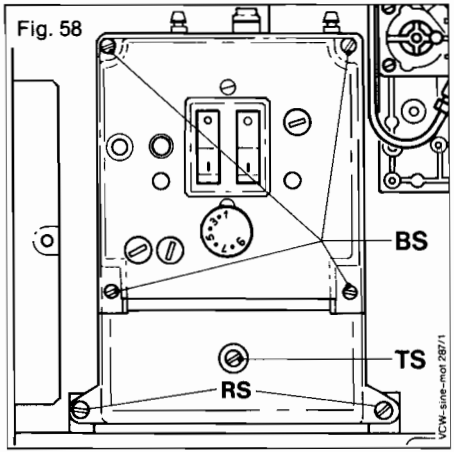

Fig. 58
Access to the gas section can be improved by removing the retaining screws (RS, Fig. 58) and pulling the control box forward. Take care to ensure that the 2 plastic pipes on the back of the control box are not pulled off.
14.9.1 Opening control box (Fig. 58)